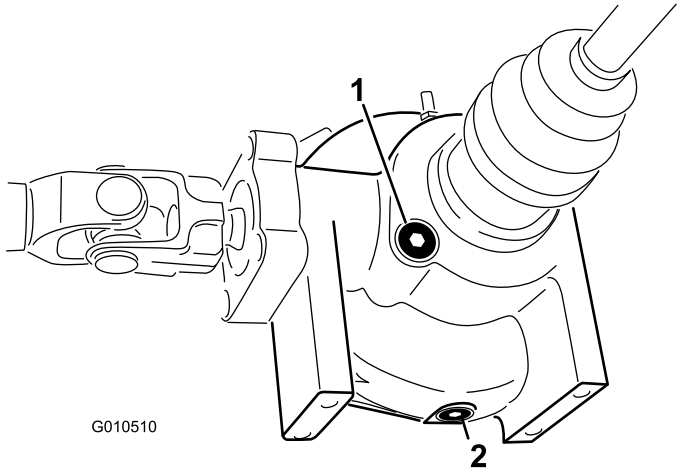

Figur 21
2. Rengjør området rundt påfyllings-/kontrollpluggen på siden av differensialen (Figur 21).